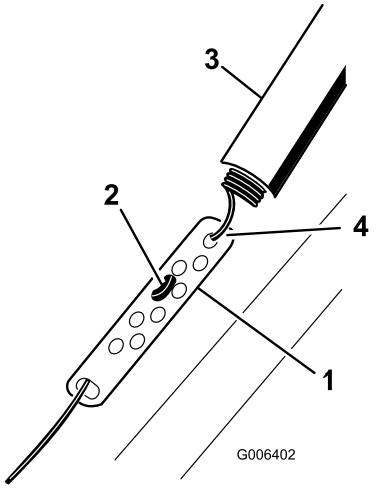

Rysunek 10
1. Przesuń w górę osłonę sprężyny i odczep sprężynę od łącznika regulacyjnego (Rysunek 10).
2. Przesuń mocowanie Z odpowiednio w wyższy lub niższy otwór na łączniku regulacyjnym, aby uzyskać szczelinę 2-3 mm między dźwignią sterującą i uchwytem (Rysunek 10).